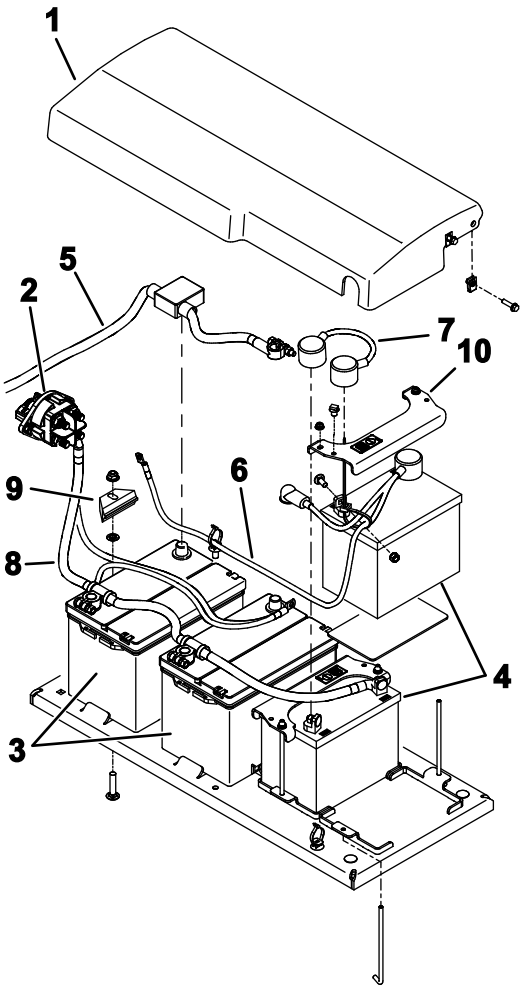

Figur 82
6. Ta bort fästelementen som fäster batterikåpan på maskinen och ta sedan bort skyddet (Figur 82).
9. Ta försiktigt bort batterierna från maskinen (Figur 82).
1. Fäst batterierna med låsfästena (Figur 82).